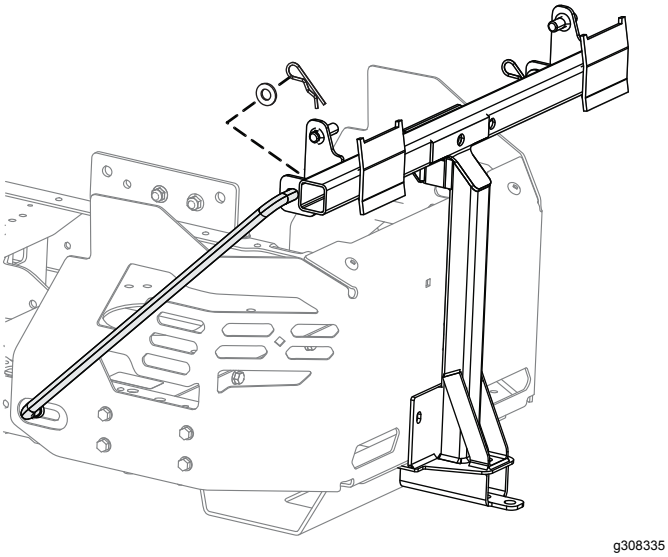

Figur 17
7. Montera den böjda, breda änden av stången i den nyckelformade öppningen på maskinramens vänstra sida och skjut stången bakåt för att placera den i ramen (Figur 17).
8. För in stängernas böjda ändar i redskapsfästet enligt Figur 17 och fäst varje stångände med en bricka och en hårnålssprint.